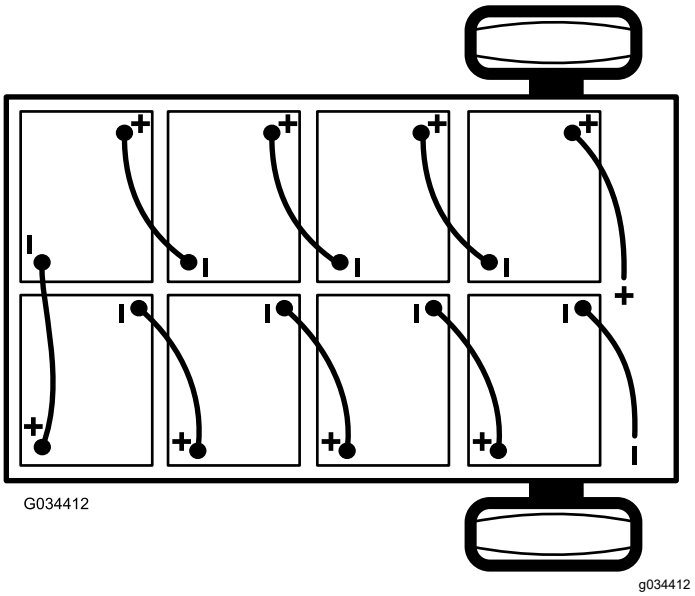

Figur 41
2. Frakobl det negative hovedbatterikabel (sort), som forbinder batterigruppen med maskinens chassispunkt (Figur 41).
3. Frakobl det positive hovedbatterikabel (rød), som forbinder batterigruppen med maskinens hovedafbryder (Figur 41).
Bemærk: Sørg for, at de nye batterier forbindes rigtigt, når du monterer dem (Figur 41).
6. Forbind batterierne med hinanden, som vist i Figur 41, ved hjælp af batteriernes sammenkoblingskabler, som du fjernede i trin 1.
2. Tilslut det positive hovedbatterikabel (rød) mellem batterigruppen og maskinen (Figur 41).
3. Tilslut det negative hovedbatterikabel (sort) mellem batterigruppen og maskinen (Figur 41).